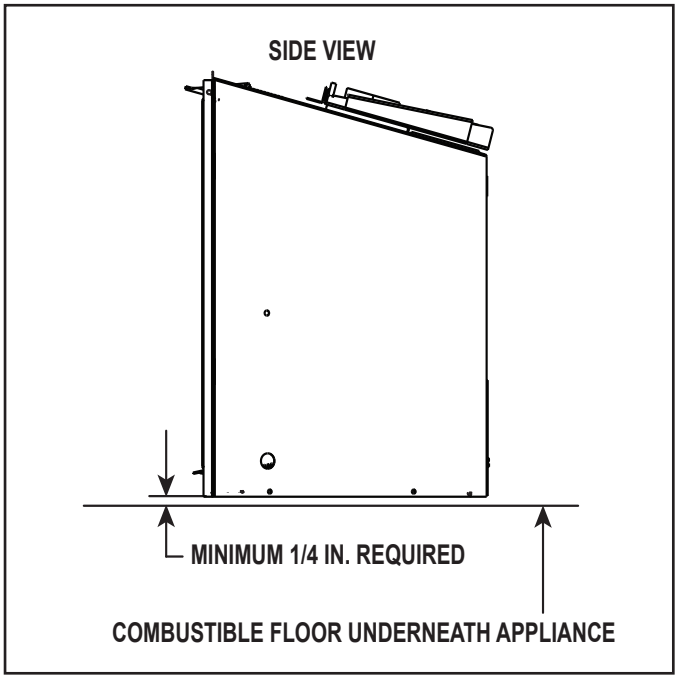

Figure 3.20 Solid Fuel Floor Clearance
- A minimum 1/4 inch gap from the bottom of the appliance to the metal floor of the solid fuel firebox is **REQUIRED.** See side view in Figure 3.20.
- Combustible flooring underneath the appliance is acceptable with a 1/4 inch gap. See Figure 3.20.